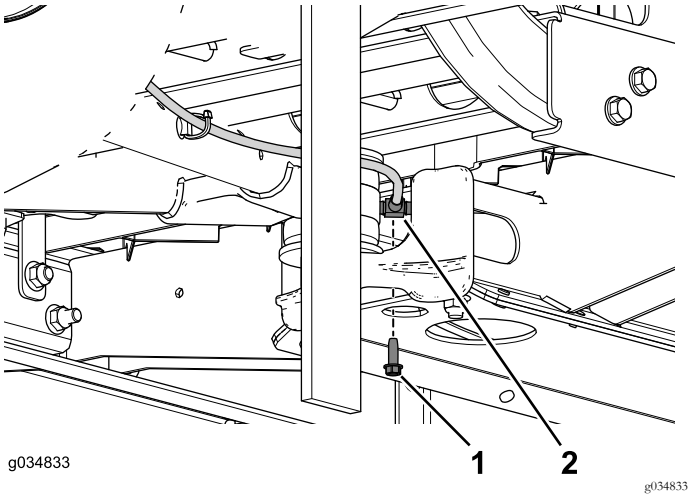

Figure 18
5. Retirez la vis autotaraudeuse qui fixe le raccord en T au profilé central (Figure 18).